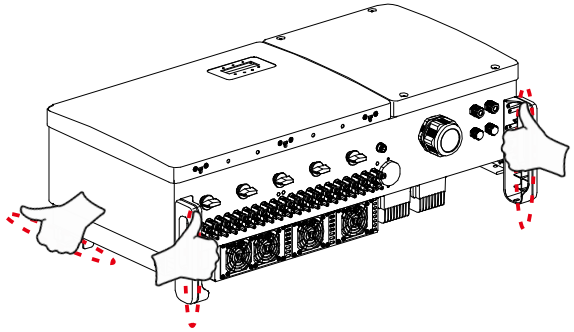

图3.4 逆变器手柄
2. 需要两个人从纸箱中取出逆变器。可以参考图示扶抬区将逆变器从纸箱中取出。（参见图3.4）。